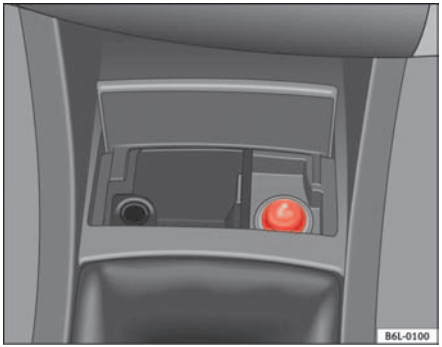

Fig. 82 Cigarette lighter
– Press on the cigarette lighter ⇒ fig. 82 to activate it ⇒ ⚠.